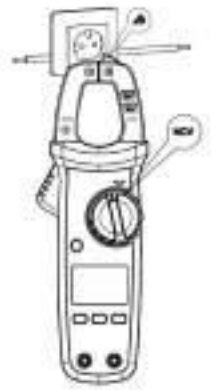

Fig 6a
**9.5 NCV AC detectare câmp electric fără contact (Fig 6a)**